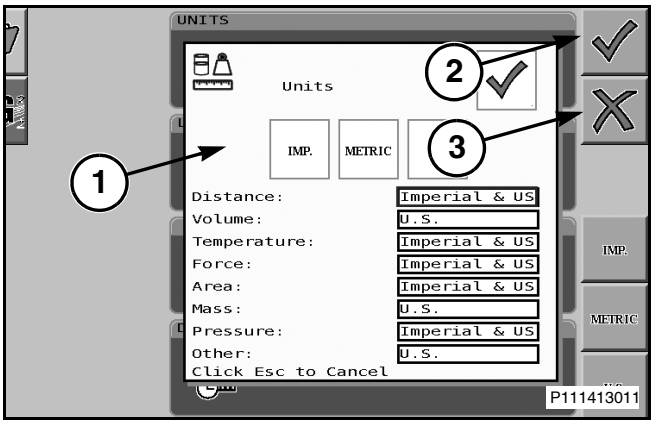

Рис. 61
Рис. 61: Выберите единицы измерения, прокручивая выпадающий список, чтобы подсветить выбор (1), а затем нажмите кнопку колеса прокрутки или кнопку рядом с меткой выбора (3), чтобы принять настройку. Чтобы отменить выбор, нажмите кнопку рядом со значком X (3).